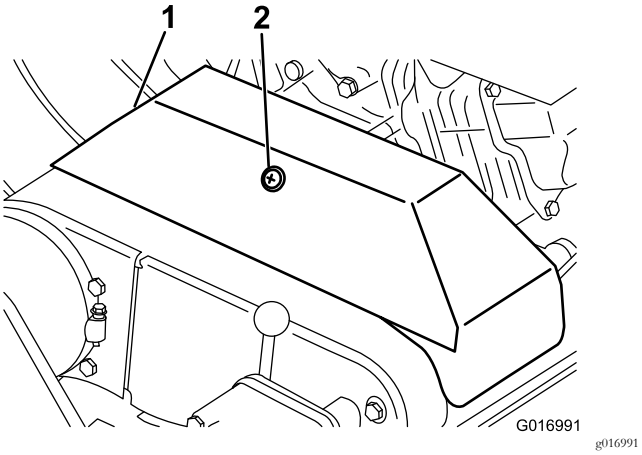

**Figur 33**
3. Løsn den holder, som fastgør kileremskærmen, og drej for at åbne skærmen (Figur 33).